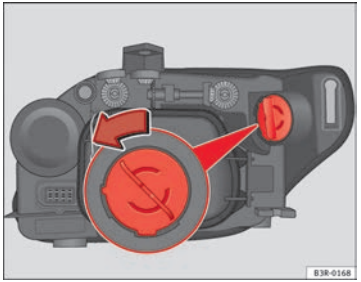

Fig. 207 Turn signal
- Turn the bulb holder anticlockwise, pulling it by the grip ⇒ Fig. 207 and removing the bulb holder and the bulb.